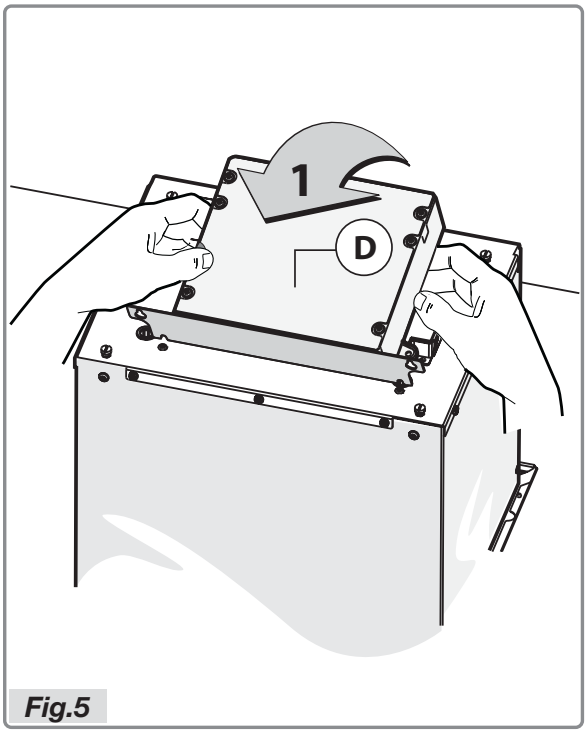

Fig.5
- Lift the electrical box (Fig.5).